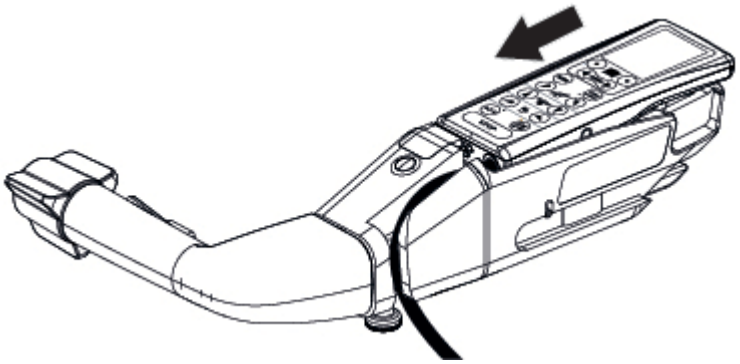

Figure 6-7. Install Hand Control
2. Slide the hand control into the motorized transfer handle. See *Figure 6-7*.